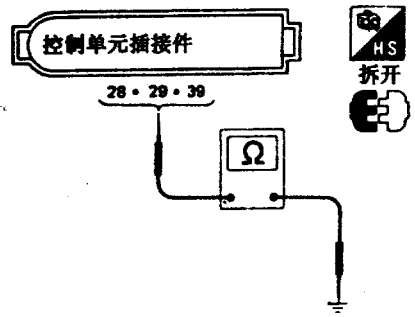

图 13－3－2　检查控制单元搭铁
如图 13－3－3 所示，检查 ABS 继电器 6 线插接件（车身侧）端口⑧与车身搭铁线间的电阻，阻值应为 0Ω。